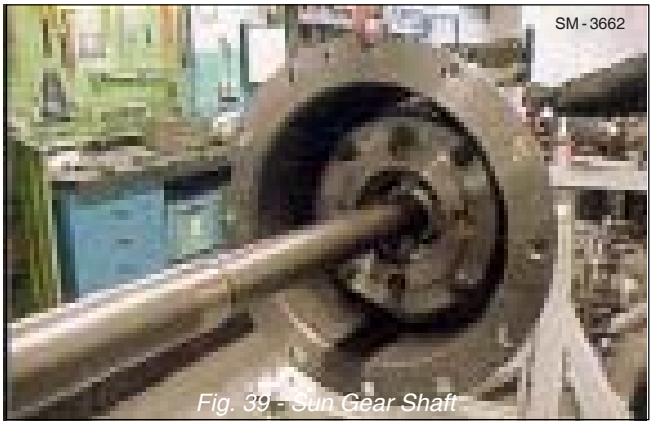

Fig. 39 - Sun Gear Shaft
44. Insert sun gear shaft (9) into the planetary cage assembly. Refer to Fig. 39.